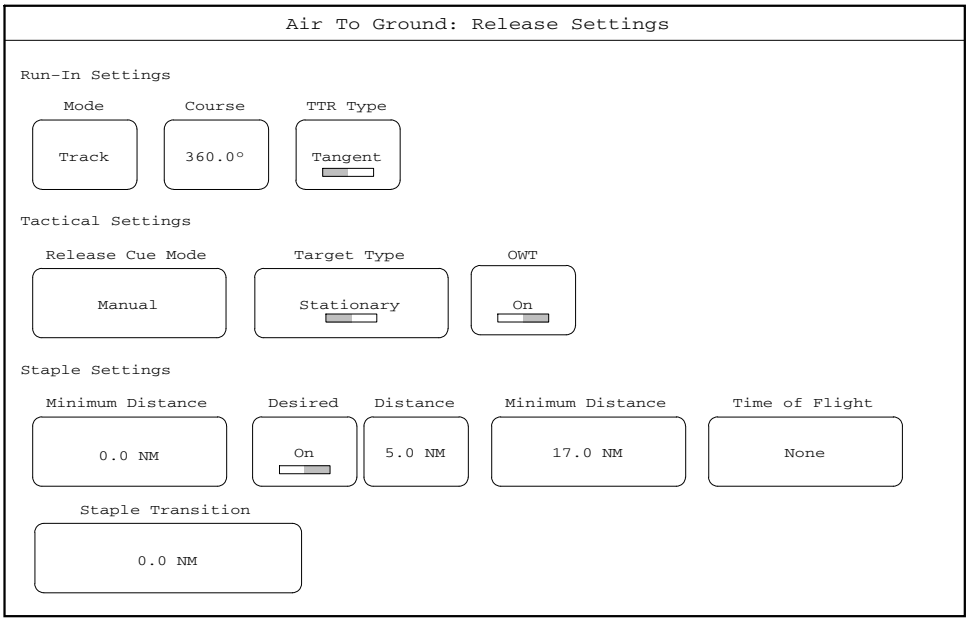

**Figure 1-108. JDAM Release Settings – Typical.**
1.3.3.4.3 Staple Settings. Desired Distance will always remain selectable but when Release Cue Mode under Release Settings is placed in Manual (Figure 1-108), all of Staple Settings will become selectable allowing manual entry of values. For AGM-114 when Impact Heading is set to zero degrees, the Range button will be disabled. This will also disable Predictive Missile Impact Heading (PMIH) on the HUD. There are seven selections for AGM-114 under Staple Settings: